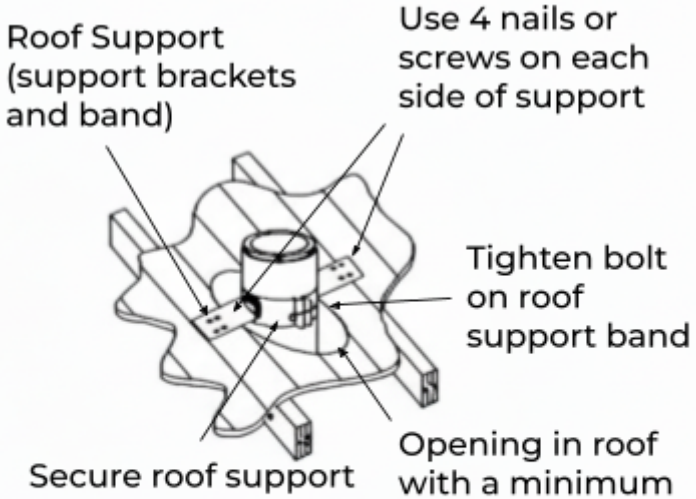

Fig 18 - Roof Support Bracket
A Roof Support Bracket is used in installations where a Square Ceiling Support is **not** desired, like vessels, unfinished buildings, workshops, or garages. The Roof Support Bracket allows the MightyVent AF chimney pipe to extend into the room below the ceiling level (Fig 18). The Roof Support Bracket can support a maximum of 45 feet of
2. Bolt on the Roof Support Brackets to the Roof Support Band using the supplied hardware. Attach the Roof Support Brackets to the roof using (4) 8-penny nails or (4) 1-½” #8 screws per side (Fig 18).
Attach desired length of Chimney Sections above and below the roof level (max. of 45’ total, 20’ max below the support) (Fig 18).